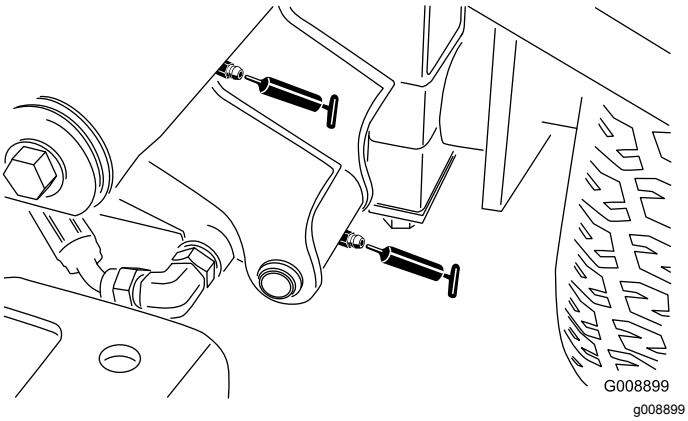

Figuur 54
- Draaipunt van voorste hefarm links en hefcilinder (2) (Figuur 54)